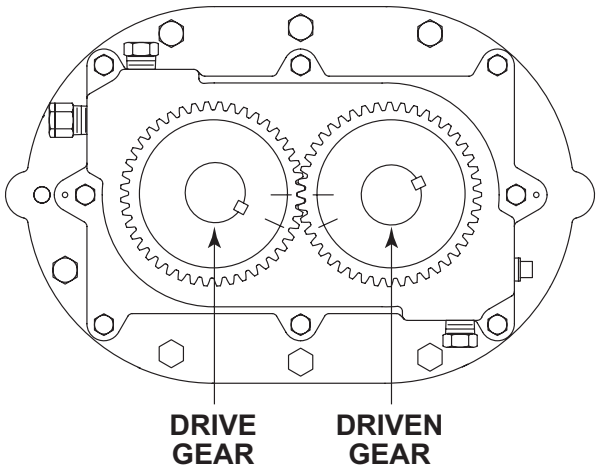

Figure 8-2 – Timing Marks Advanced 3 Teeth (Reference Marks Aligned)
5. Align the reference marks (see ***Figure 8-2***).